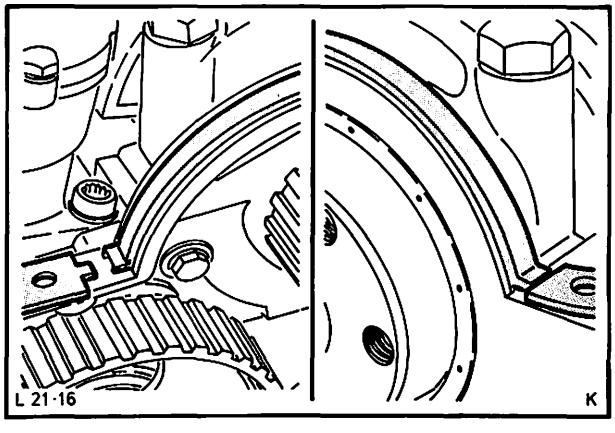

Abb. 66 Ölwannendichtung montieren
46. Gummidichtungen in die Nut des hinteren Hauptlagerdeckels und in den Stirndeckel einsetzen. Zylinderblockdichtfläche am Stoß des Stirndeckels mit Dichtmasse bestreichen. Ölwannendichtung unter die Aussparung in der Gummidichtung schieben, Abb. 66.